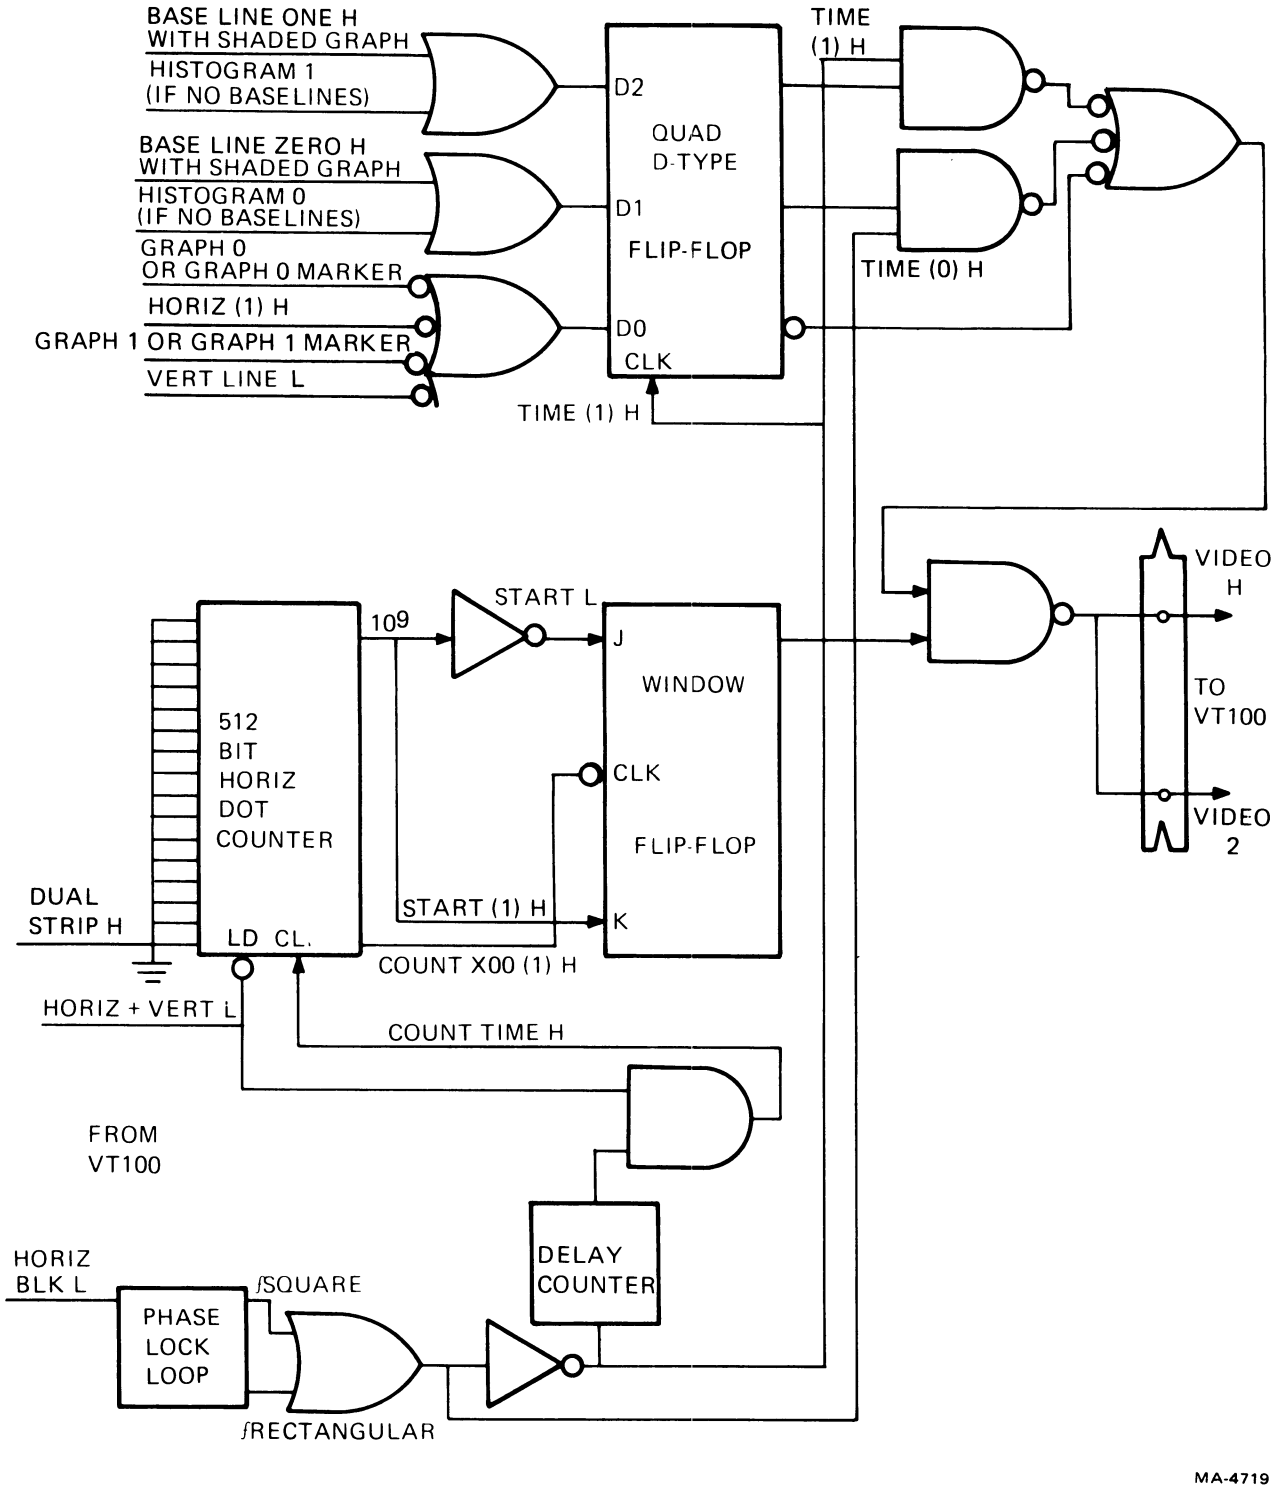

Figure 6-31 Combining Video Out
6.4.1.16 Combining Video Out and Timing – All data signals generated within the M7071 are combined to form one video output to the VT100 terminal controller (Figure 6-31).